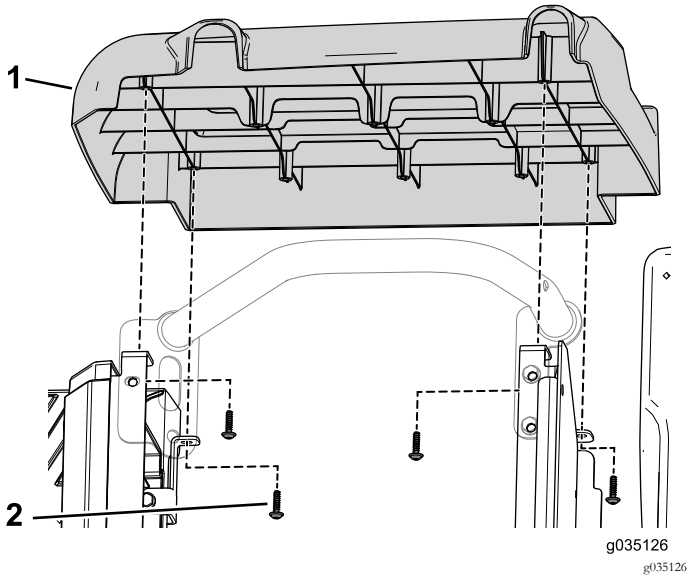

Figure 88
10. Utilisez les 4 vis autotaraudeuses pour fixer le couvercle latéral droit à l'ensemble siège (Figure 88).